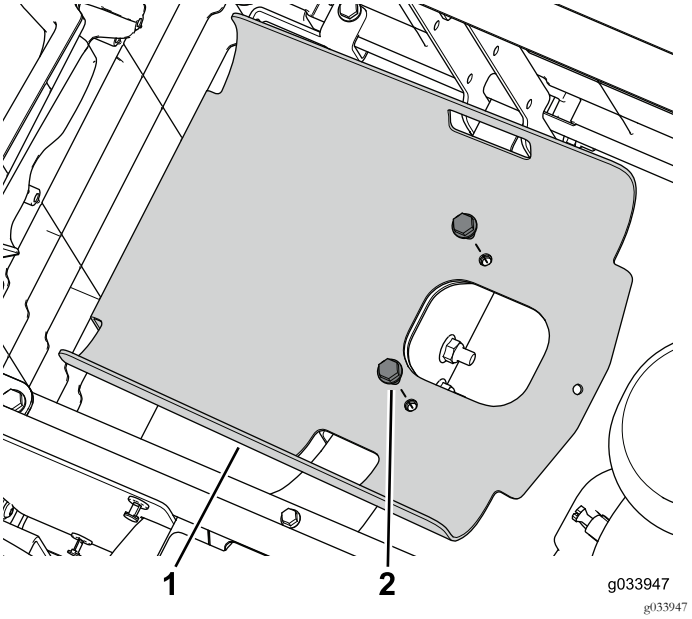

Figur 2
5. Fjern de to flensboltene som fester tankholderen til rammen (Figur 2).